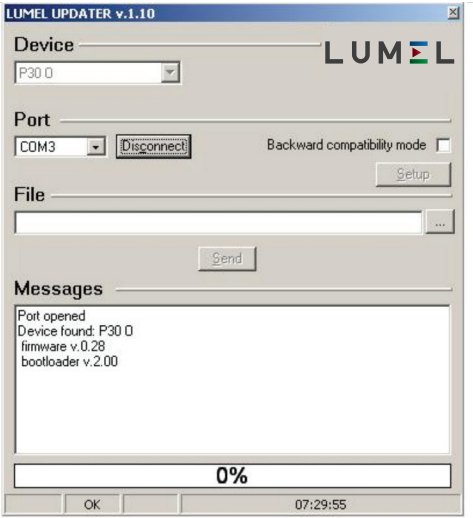

Fig. 27. Screenshot of the software for updating transducer firmware
After starting eCon software, set the rate, mode and transducer address, as well as the RS-485 interface port in **Communication** tab. Next, click **connect** icon and read all transducer parameters (required for restoring them later). Then, click **Update firmware** link which will call LUMEL UPDATER (LU) software dialog – fig. 27. Check transmission parameters using **Setup** button and press **Connect** button. Information about the update progress are displayed in Messages box. If the port is correctly opened, **Port opened** information is displayed. There are two methods of entering updating mode in the transducer: remotely via LU (based on eCon settings – address, mode, rate, COM port) or by powering the transducer on while holding down [↵] key – update using default communication parameters, i.e. rate 9,600 kb/s, mode 8N2, or while holding down [◄] key - update using recommended communication parameters, i.e. rate 115,200 kb/s, mode 8N2. If all indicating LEDs are on and the display shows Connect UPDATER message, transducer is ready to connect with computer. If the transducer establishes communication with LUMEL UPDATER (LU) software, **Device found: P30o** message and the version of the main firmware and bootloader will be displayed, as well as the Device is ready message will be shown on the transducer display. Next, press "..." button and read the file with the new firmware version in LUMEL UPDATER. If the file opens properly, **File opened** information will be shown in the LU software window. Press **Send** button. During the update process, the indicating LEDs are switched on in a sequence, and the percent progress of update is shown on the lower line of the display. After a successful update, the transducer restarts to normal operation, whereas **Done** message and update duration are displayed in the information box (LU).